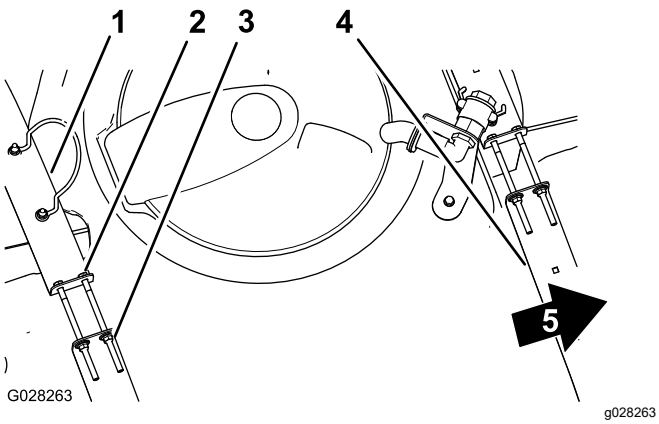

**Figur 26**
2. Kontrollera om det finns något spel mellan tankremmarna och tanken (Figur 26).
3. Om tankremmarna sitter löst mot tanken drar du åt flänslåsmuttrarna och skruvarna upptill på remmarna tills remmarna sitter tätt mot tanken (Figur 26).